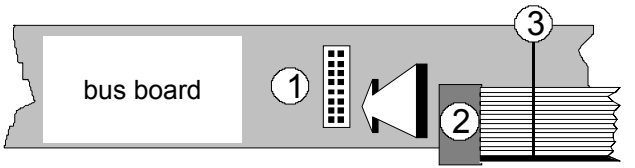

Fig. 2: Connecting the ribbon cable to the bus board.
❒ Now join the free end of the ribbon cable (see ② in Fig. 2) to the nearest available position on the system bus board (see ① in Fig. 2).